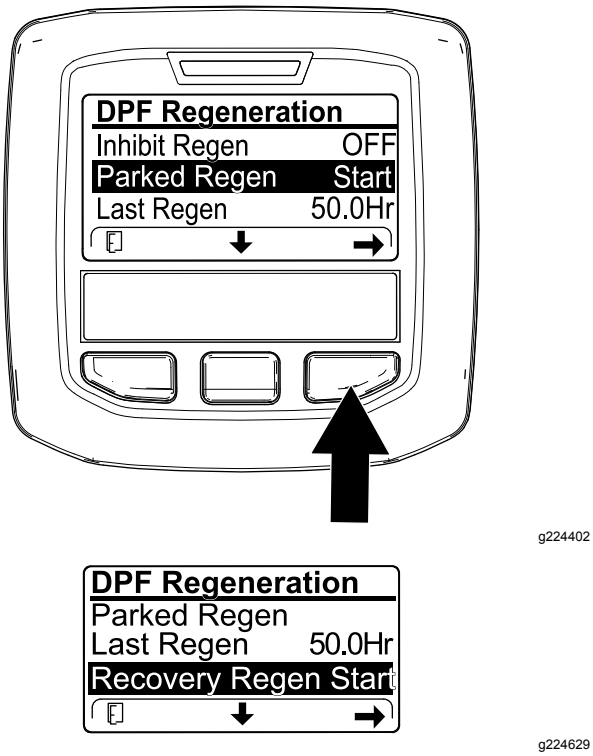

Figuur 56
1. Ga naar het menu DPF Regeneration, druk op de middelste knop om naar de optie PARKED REGEN START of RECOVERY REGEN START te gaan (Figuur 56) en druk op de rechterknop om de regeneratie te beginnen (Figuur 56).